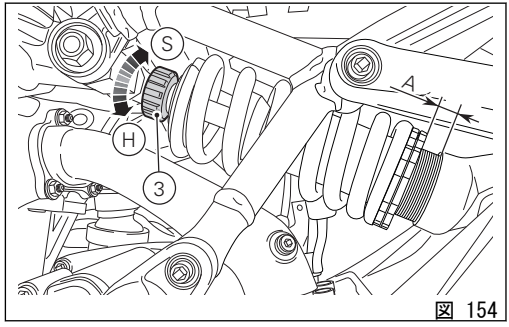

図 154
- リバウンド：アジャスター（3、 図 154）を 14 クリック緩めます（すべて閉じた位置から）
- スプリングプリロード：リングナットを底から距離（A、 図 154）= 19 mm (0.75 in) の位置に合わせます。